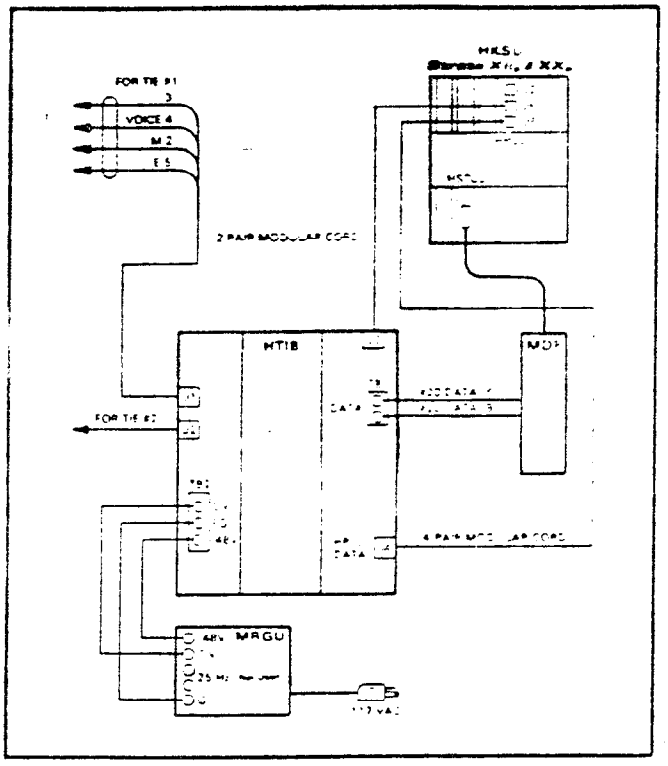

FIGURE 23 — HTIB CABLING
SW1 and SW2 must be set on the HTIB for TIE line signalling operation (refer to Figure 11). An HPLU PCB (installed in an HCOU PCB slot) is required for each HTIB. Each TIE line requires one dedicated CO line circuit on the HPLU. Each HTIB requires **two** dedicated station circuits on an HSTU PCB. Note that these are the same circuits required for OPX (HOXB) operation. The HTIB requires a connection to only the data circuit of the first dedicated station circuit. Each HTIB also requires connection to an MRGU to provide power for E & M line operation. Figure 23 shows all HTIB connections.
06.94 Station circuits 20 - 23 on HSTU #2 are used for TIE line and OPX operation. (They can also be used for EKT circuits if OPXs and TIE lines are not installed.) Connect single wires from terminal block TB1 on the HTIB to an RJ-25C jack. Connect a 2-wire cable between the jack and station block 2 on the MDF. Cross-connect the TIE line leads with the data leads of the first dedicated station circuit as shown in Figure 23.
06.95 Connect the MRGU (which should be mounted directly below or to the left of the HTIB) to terminal block TB2 on the HTIB. Connect -48V to -48V, 0V to 0V, and FG to G observing the correct polarity (see Figure 23).